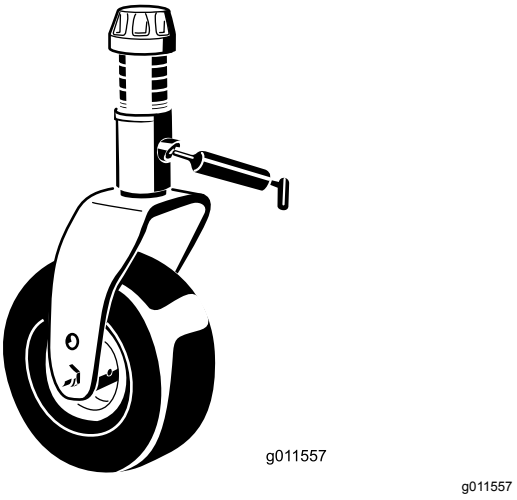

**Figuur 61**
- Lagerbussen van as van zwenkwielvork (2) (Figuur 61)